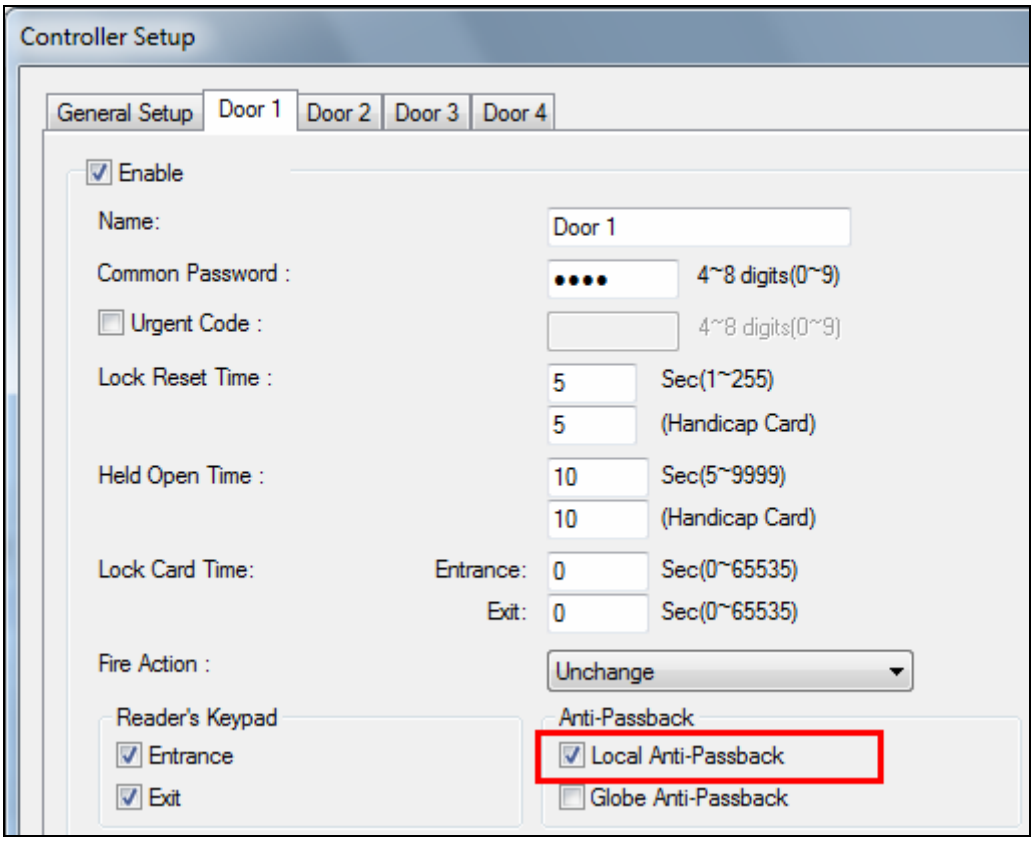

Figure 6-1
4. On the ASManager, select **Local Anti-Passback** (Figure 6-1) to start the function.